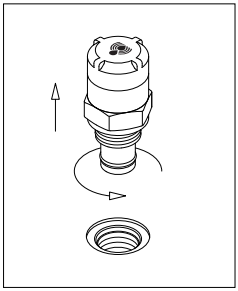

fig. 6
- (Fig. 6) Unscrew the indicator body
- For the mounting/dismounting of the indicator, please refer to the paragraph “Clogging indicator replacement” above (Fig. 6÷7)